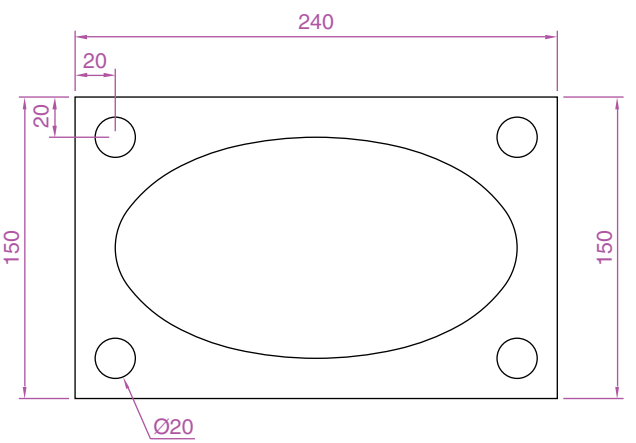

Fig. 3.35 Exercise 4
4. With the **Line, Circle** and **Ellipse** tools, construct Fig. 3.35.